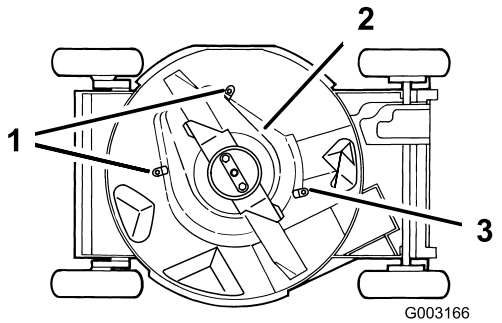

Figur 40
6. Lossa flikarna som håller fast knivbromskopplingens skärm mot däcket genom att lossa flikarnas muttrar eller bultar (Figur 40). Vrid flikarna 180° så att de inte är i vägen.